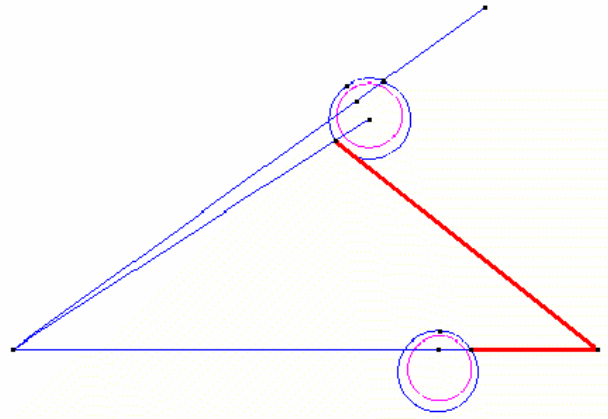

Figure 13. The line segments to be selected
3. Now select the two line segments shown in Figure 13. Then press **ESC** to indicate that the process of creating the arcs is finished.